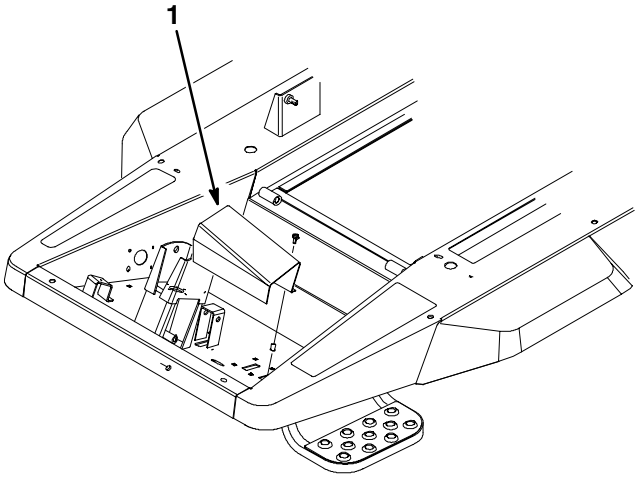

Figure 5
8. Remove steering tube cover located to left of steering column (Fig. 5).